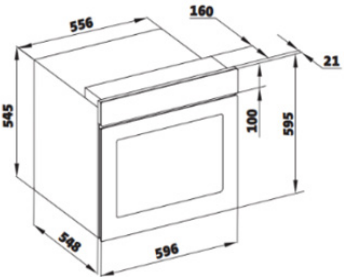

Figura 4
- Le dimensioni dell'apparecchio sono riportate nella figura 4. Le superfici dei mobili da installare e i materiali di installazione da utilizzare devono resistere a una temperatura di almeno 100 °C.